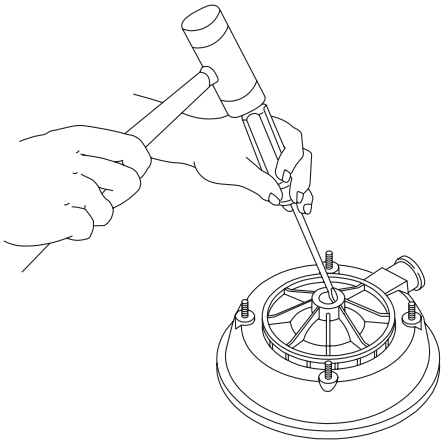

Figure 23 – Pour chasser le joint
4. Poser la moitié du corps de la pompe sur une surface plane en l'orientant vers le bas, puis chasser la moitié fixe du joint (se reporter à la Figure 23).